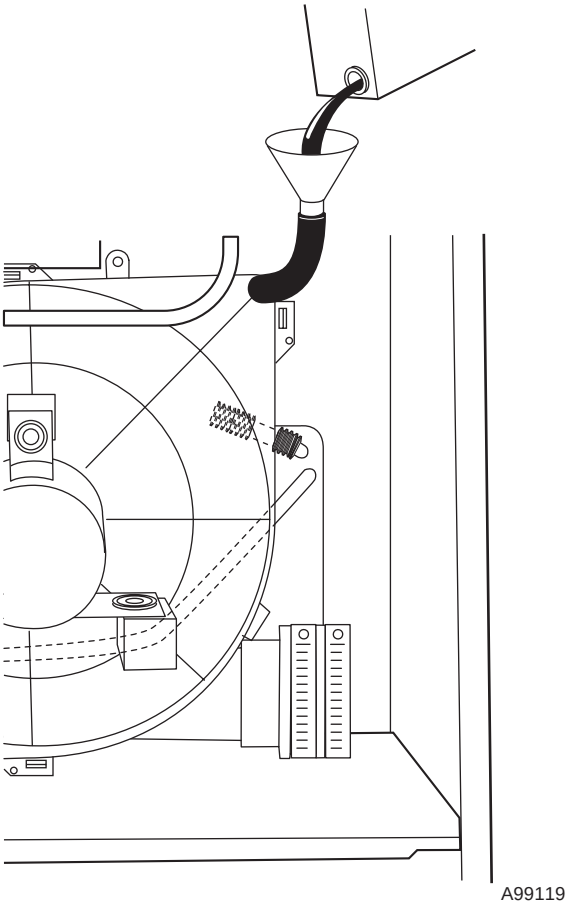

**Fig. 51—Filling Condensate Trap**
4. Pour 1 quart of water into funnel/tube. Water should run through inducer housing, overfill condensate trap, and flow into open field drain. (See Fig. 51.)